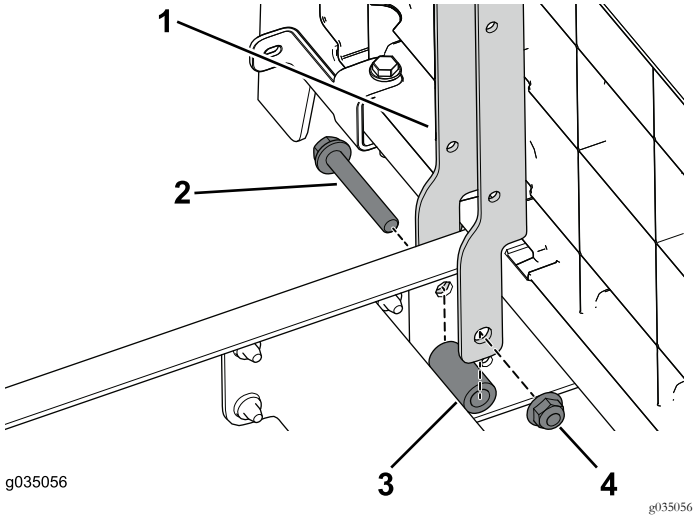

Figur 91
1. Fäst vänster och höger sätesstöd på maskinens främre del med två skruvar (3/8 x 2 1/2 tum), distansbrickor och flänsmuttrar (Figur 91).